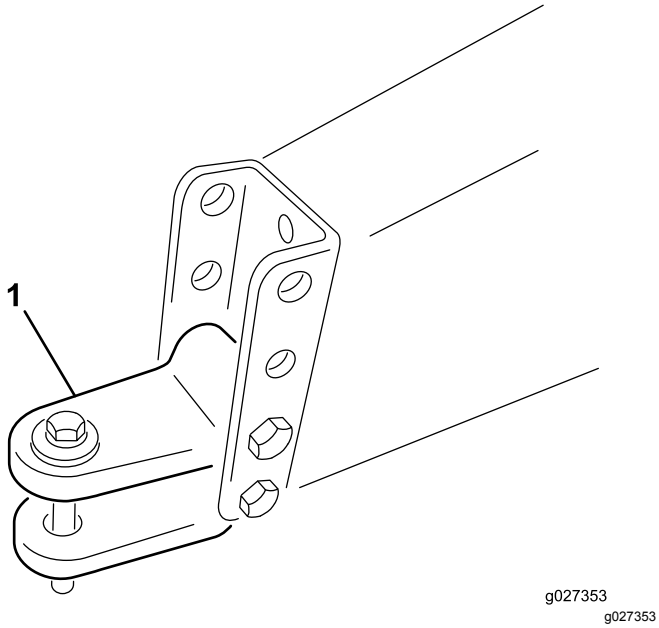

Figuur 6
A. Verwijder de bouten en borgmoeren waarmee de gaffel van de trekhaak is bevestigd (Figuur 6) aan het machineframe.